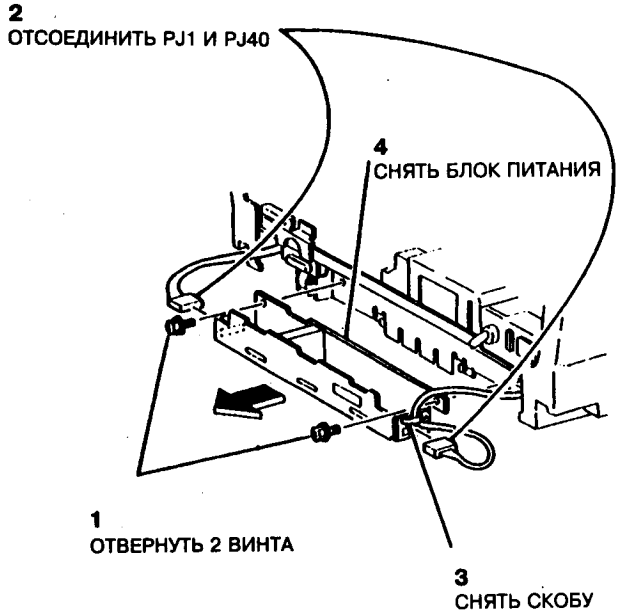

Рис.1 Замена низковольтного блока питания (LVPS)
2. Отвернуть винты, крепящие низковольтный блок питания, потянуть блок питания на себя, отсоединить разъемы и снять низковольтный блок питания (рис.1).